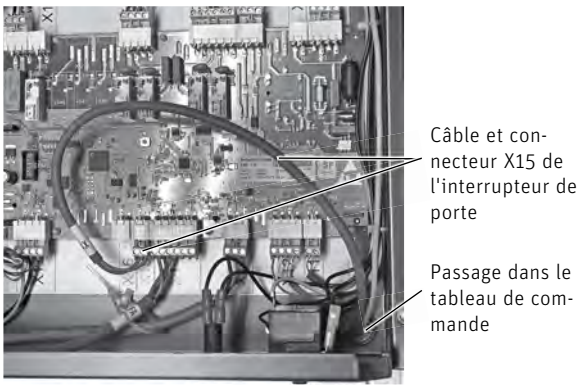

Fig. 76 Faire passer le câble de l'interrupteur de porte et le brancher au connecteur X15
- Guider le câble de l'interrupteur de porte (sur le panneau de commande) dans la partie avant droite du tableau de commande et brancher le connecteur X15 – Fig. 76.